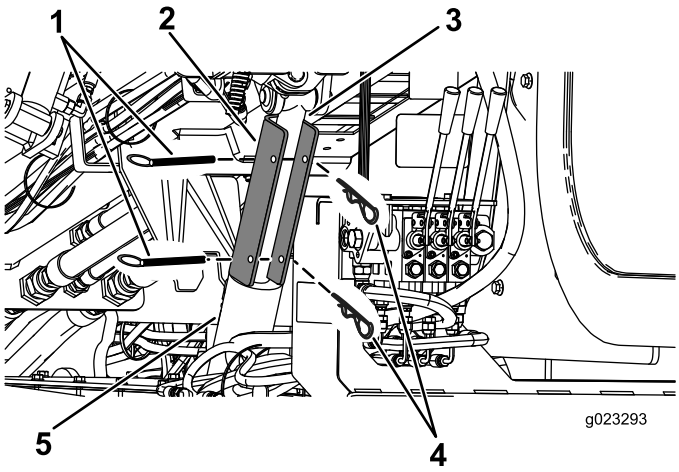

Rysunek 70
4. Umieścić blokadę siłownika nad prętem siłownika (Rysunek 70).
5. Zabezpieczyć blokadę siłownika za pomocą sworznia i zawleczki (Rysunek 70).
4. Zdjąć zawleczkę i sworzeń zabezpieczający blokadę siłownika (Rysunek 70).